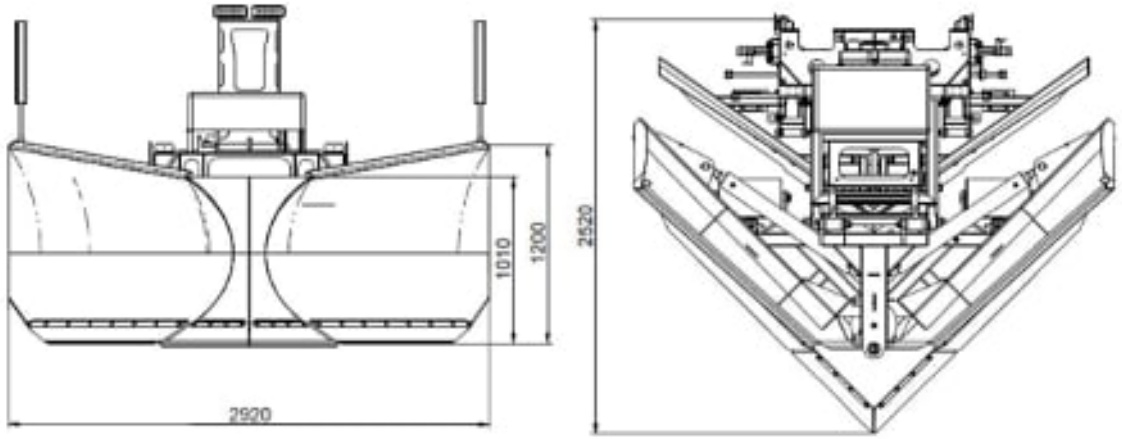

Fig. 2: Vomere a forma di "A"
- vomere a 90° (a forma di A), cfr. Fig. 2